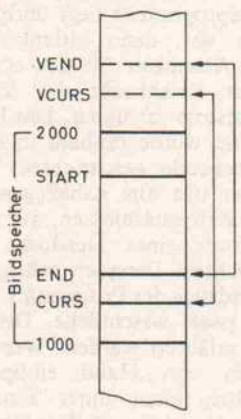

Bild 3. Scheinbarer Adreßbereich des Video-Controllers
2. Der Video-Controller adressiert den Bildspeicher mit einer 14-Bit-Adresse, wovon aber lediglich 12 Bit verwendet werden. Im Adreßraum der CPU taucht der Bildspeicher im Bereich von 1000H...2000H auf. In bestimmten Situationen unterscheidet sich die für den Controller geltende Cursor-Adresse von der für die CPU geltenden. Bild 3 zeigt ein Beispiel in schematischer Darstellung. In dem skizzierten Fall arbeitet der Controller auf einen 'scheinbaren' Adreßbereich. Weil die höchstwertigen Adreßbits nicht verwendet werden, unterscheiden sich effektive und logische Adresse. Damit dennoch der Cursor am richtigen Platz abgebildet wird, muß die CPU dem Controller die scheinbare Cursor-Adresse vorgeben.